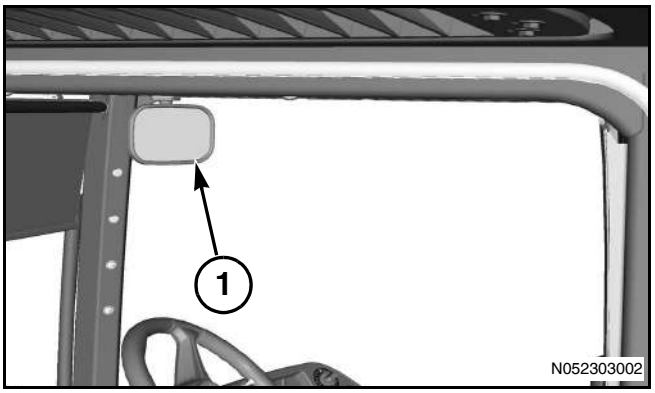

Рис. 47
Рис. 47: Внутреннее зеркало заднего вида (1), предназначенное для слежения за навесным оборудованием во время работы машины, расположено на передней правой стойке кабины.